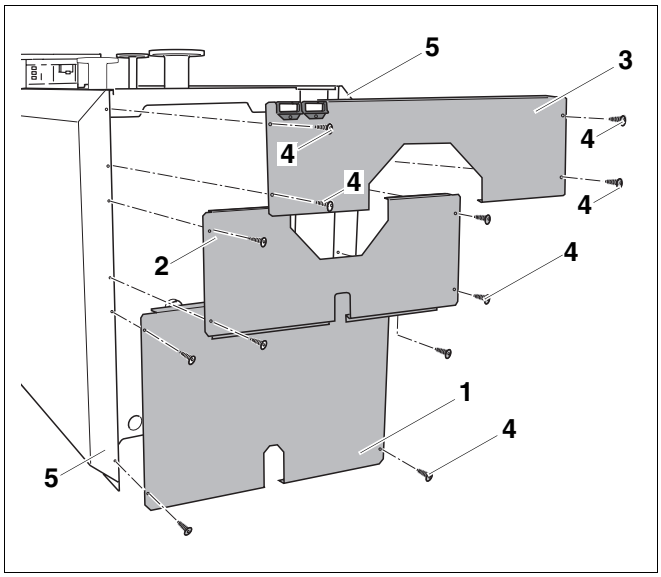

Rys. 36 Montaż elementów ścianki tylnej
- Zamocować dolną ściankę tylną (rys. 36, **poz. 1**) przy pomocy 4 śrub (rys. 36, **poz. 4**) na tylnych ściankach bocznych (rys. 36, **poz. 5**).
- Osadzić środkową ściankę tylną na dolnej ściance tylnej (rys. 36, **poz. 2**).
- Przykręcić środkową ściankę tylną przy pomocy 4 śrub (rys. 36, **poz. 4**) do tylnych ścianek bocznych (rys. 36, **poz. 5**).
- Umieścić górną ściankę tylną (rys. 36, **poz. 3**) jej zagięciami na środkowej ściance tylnej (rys. 36, **poz. 2**) i wsunąć w owalne otwory w bocznych pokrywach kotła.
- Włożyć 2 śruby (rys. 36, **poz. 4**) u góry w ścianki tylne, tylne ścianki boczne i boczne profile poprzeczne i dokręcić.
- Połączyć ścianki tylne i ścianki boczne od dołu przy pomocy 2 śrub (rys. 36, **poz. 4**).